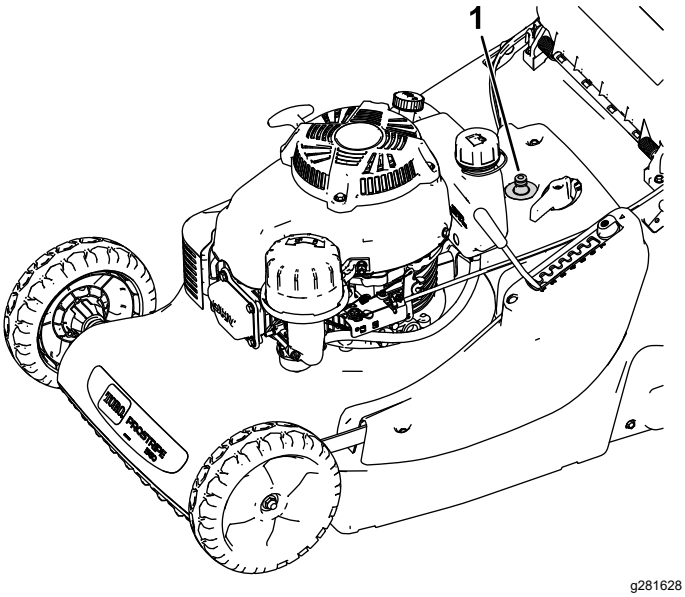

**Rysunek 21**
7. Podłącz wąż ogrodowy z wodą do złącza czyszczenia (Rysunek 21).